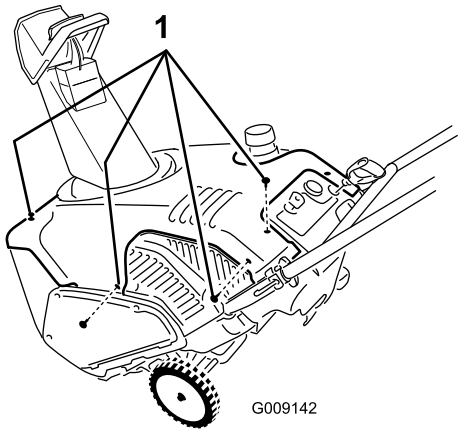

Figur 28
3. Fjern og spar på alle festene som holder fast dekselet som vist (Figur 28).